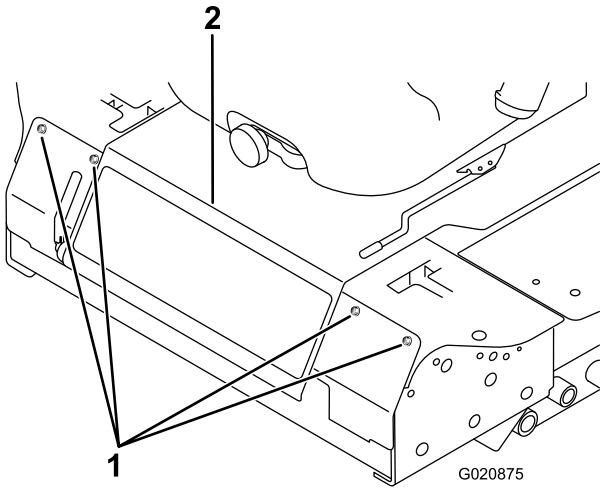

Figura 52
3. Afloje los pernos del panel delantero y retire el panel (Figura 52).